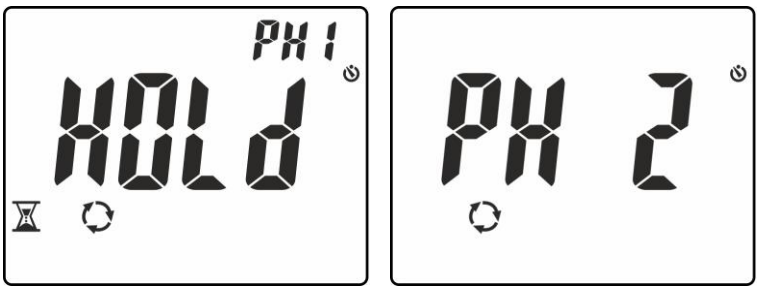

Fig. 12: Reconhecimento da fase L1 e aguardando pela fase L2
4. Em condições corretas de tensão e frequência, o instrumento apresenta a mensagem "**HOLD**", os símbolos ⌛ e "PH1" e emite um som contínuo aguardando pelo reconhecimento de um valor estável de tensão da fase L1 (ver Fig. 12 – parte esquerda)
5. **Não retirar a ponteira da fase L1** até à visualização da mensagem "**PH 2**" intermitente no display (ver Fig. 12 – parte direita)